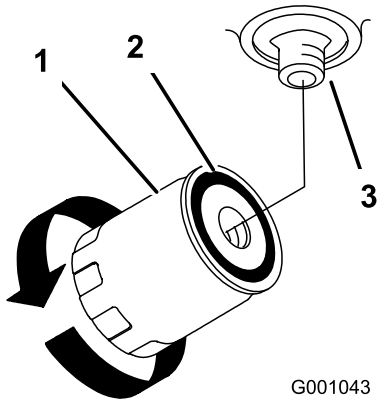

Figuur 64
7. Smeer een dun laagje hydraulische vloeistof op de rubberen pakking van het nieuwe filter (Figuur 64).
9. Vul de hydraulische tank met hydraulische vloeistof totdat de vloeistof over het filter stroomt. Draai vervolgens het oliefilter rechtsom totdat de rubberen pakking contact maakt met het filtertussenstuk. Draai het filter daarna met de hand nog een extra 1/2 slag vast (Figuur 64).